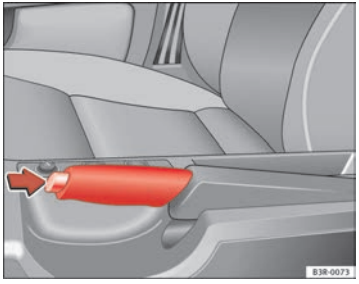

Fig. 140 Detail of the centre console: Handbrake applied
– Pull the lever up slightly and *at the same time* press in the release button ⇒ fig. 140 -arrow-.